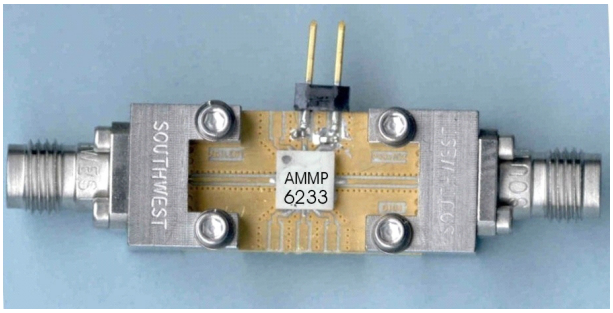

Figure 14. Evaluation / Test Board (Available to qualified customer requests)
1. S-parameters are taken with the Evaluation Board as shown in Figure 14. Effects of board and connector are included in the graphs. Loss of board and connector are de-embeded from Gain data.